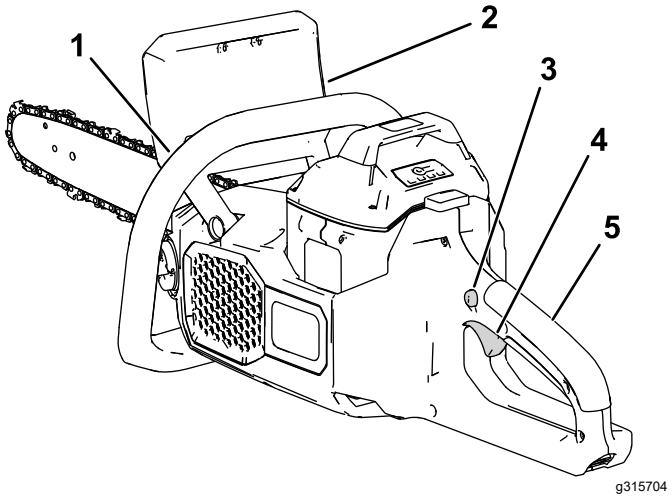

Figur 9
7. Placera vänster hand på det främre handtaget och höger hand på det bakre handtaget. Tryck på avtryckarlåset och sedan på avtryckaren (Figur 9).